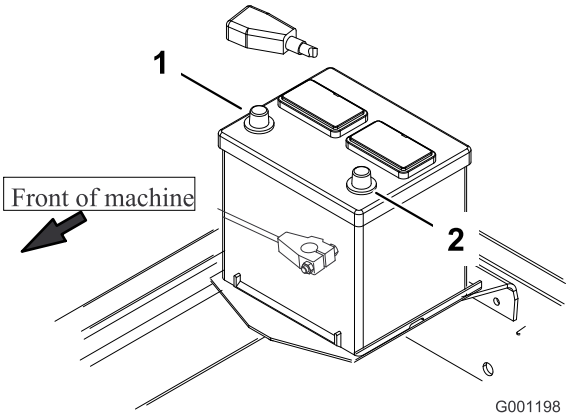

**Figur 11**
8. Monter først pluskablet (rødt) på pluspolen (+) og derefter minuskablet (sort) på minuspolen (-) på batteriet (Figur 11). Skyd gummikappen ind over pluspolen for at forhindre eventuel kortslutning.